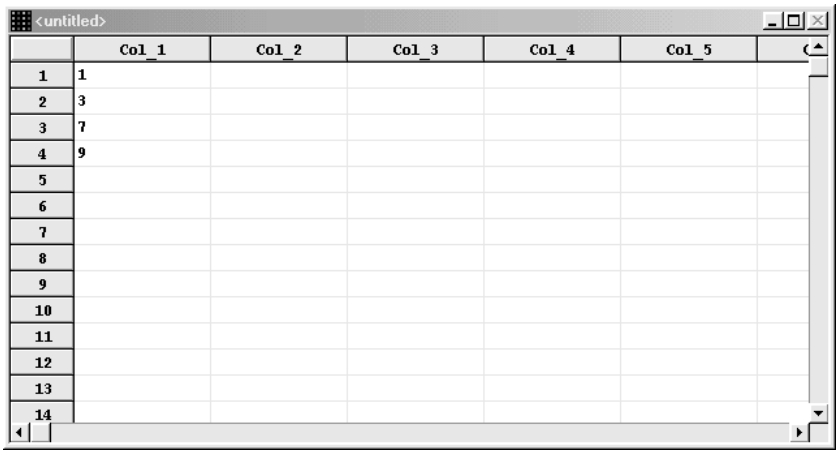

Figure 4-7. Untitled DataSheet with Values Entered
2. In Column 1, enter ***1***, ***3***, *7*, and ***9*** (see Figure 4-7); then click on the Column 1 heading to select the column.